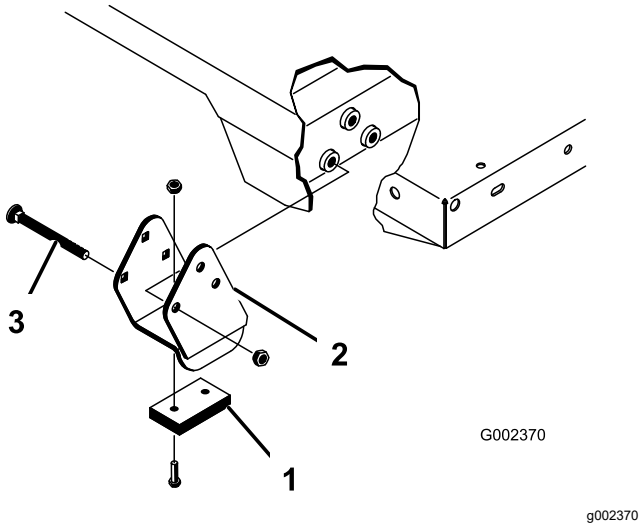

Bild 25
Stellen Sie sicher, dass die Distanzstücke und die Verschleißblöcke (Bild 25) so eingesetzt sind, dass die Köpfe der Schlossschrauben an der Innenseite der Maschine sind.
2. Setzen Sie die Ladepritsche vorsichtig auf den Maschinenrahmen. Fluchten Sie die hinteren Schwenkplattenlöcher der Pritsche mit den Löchern im hinteren Rahmenkanal aus und setzen Sie die zwei Lastösenbolzen und Klappstecker ein (Bild 25).
4. Setzen Sie den Lastösenbolzen von der Außenseite der Ladepritsche ein. Der Klappstecker sollte nach außen zeigen (Bild 25).